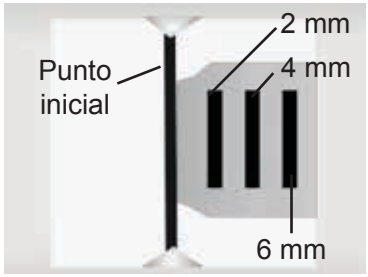

Figura OC-2 Primer plano del dispositivo de alineación corneal
11. Desde la parte frontal del instrumento, mire en el dispositivo de alineación corneal. Los punteros superior e inferior deben estar exactamente alineados con la línea negra que se ve en el espejo. Este es el punto inicial que indica una distancia de 13,75 mm, desde el vértice de la córnea del paciente. También pueden verse tres marcas de control que representan, cada una de ellas, la distancia aditiva de 2 mm. Consulte la Figura OC-2.